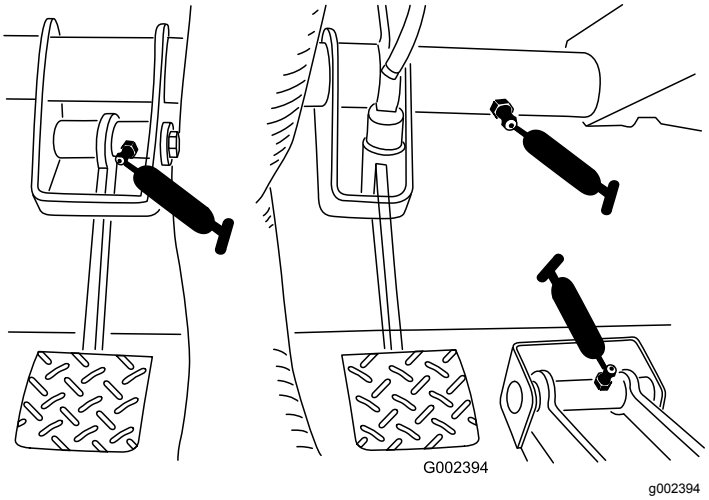

**Figur 31**
- **Kobling (1)**, se Figur 31
- **Gaspedal (1)**, se Figur 31
- **Bremse (1)**, se Figur 31